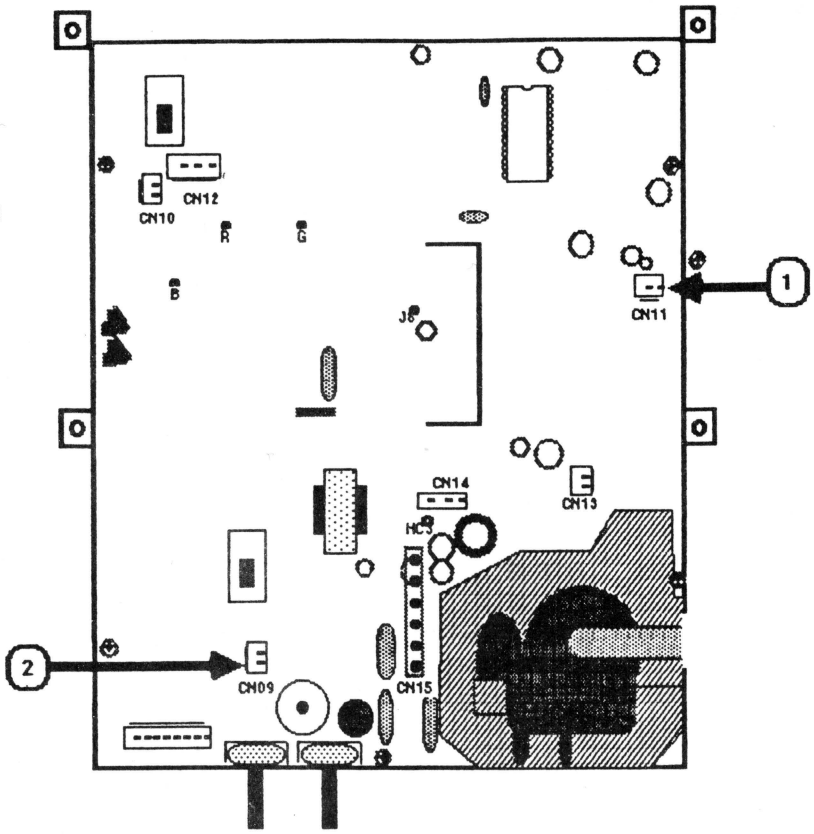

FIGURE 21
b) CN11 (logic board) -- Figure 21, #1
c) CN09 (logic board) -- Figure 21, #2